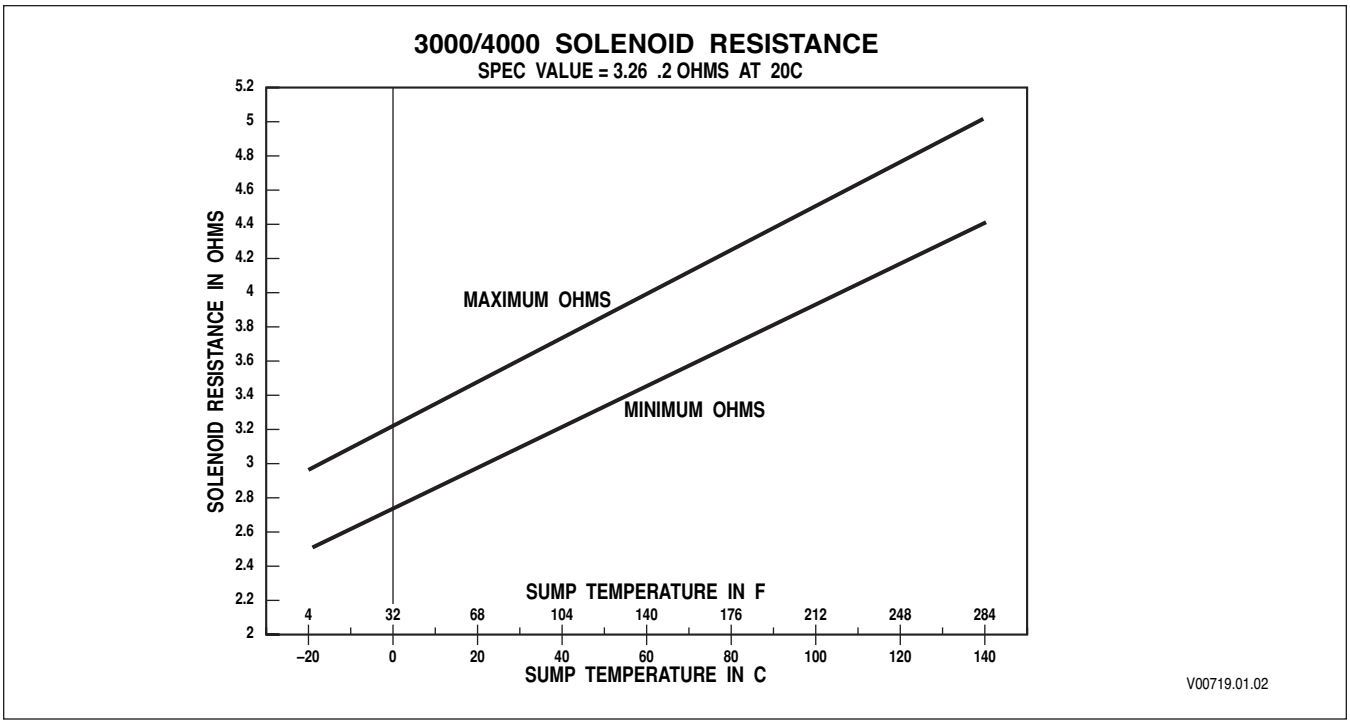

Figure 6–19. Solenoid Resistance vs. Temperature
When testing the control module solenoids from the feedthrough connector with the internal harness connected, the resistance of each solenoid can be checked using a VOM. Refer to Figure 6–19 for solenoid resistance values versus temperature.
CODE 45 XX—OPEN CONDITION IN SOLENOID CIRCUIT *(Figure 6–18)*
2. If the connector is connected, clean, and not damaged, test the solenoid circuit in the transmission for opens. Refer to the system schematic and/or chart to identify wires in the internal harness which are connected. If the open circuit is found, drain the fluid, remove the control module (refer to the appropriate transmission service manual), and isolate the open. The fault will be in the feedthrough harness or the solenoid itself. Refer to Figure 6–1 for solenoid locations.